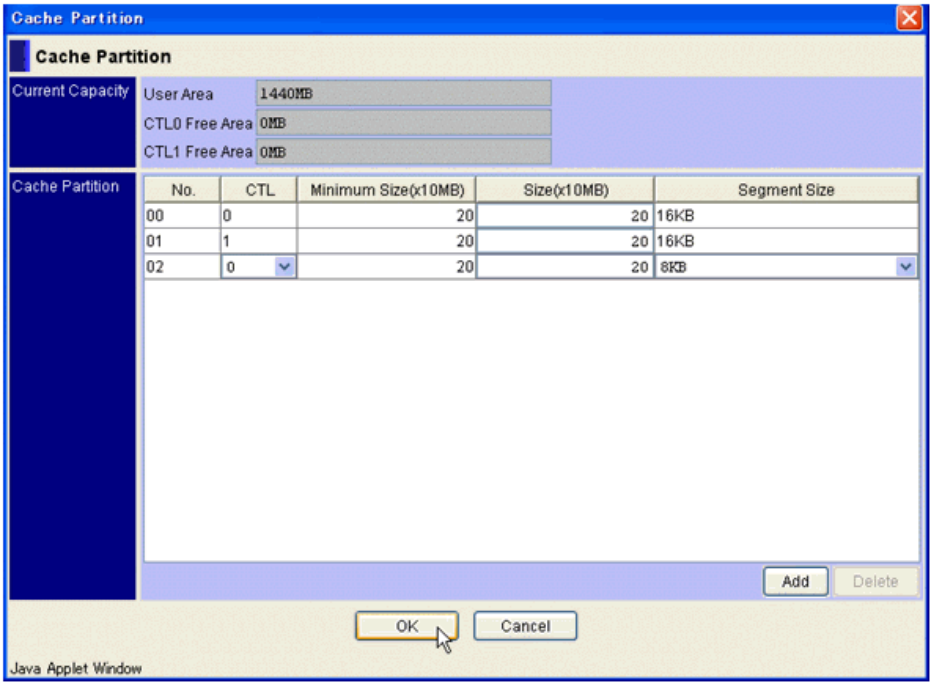

Figure 5-2: Cache Partition Dialog Box
6. Click **Set**. The Cache Partition dialog box appears, as shown in Figure 5-2.
6. Click **Set**. The Cache Partition dialog box appears, as shown in Figure 5-2 on page 5-15.